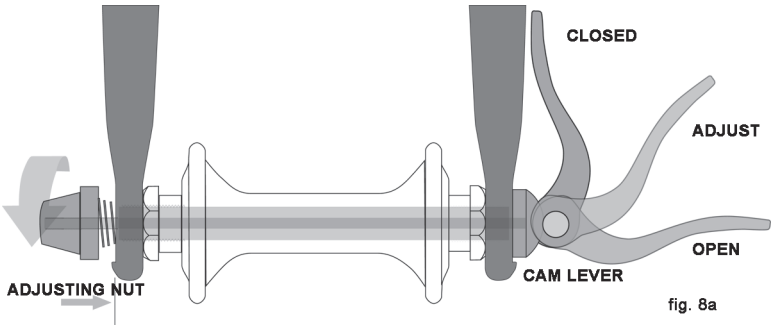
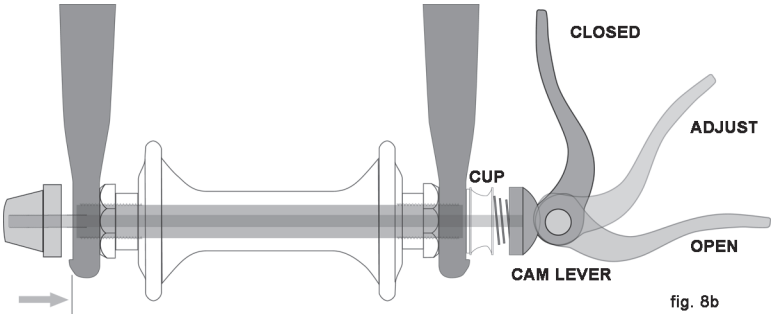

fig. 8a
fig. 8b
There are currently two types of over-center cam wheel retention mechanisms: the traditional over-center cam (fig. 8a) and the cam-and-cup system (fig. 8b). Both use an over-center cam action to clamp the bike's wheel in place. Your bicycle may have a cam-and-cup front wheel retention system and a
a. Adjusting the traditional cam action mechanism (fig. 8a)
b. Adjusting the cam-and-cup mechanism (fig. 8b)
(2) If your bike has cam action front wheel retention, move the cam lever from the locked or CLOSED position to the OPEN position (figs. 8a & b). If your bike has through bolt or bolt-on front wheel retention, loosen the fastener(s) a few turns counter-clockwise using an appropriate wrench, lock key or the integral lever.
(3) If your front fork has a clip-on type secondary retention device, disengage it. If your front fork has an integral secondary retention device, and a traditional cam action system (fig. 8a) loosen the tension adjusting nut enough to allow removing the wheel from the dropouts. If your front wheel uses a cam-and-cup system, (fig. 8b) squeeze the cup and cam lever together while removing the
(1) If your bike has cam action front wheel retention, move the cam lever so that it curves away from the wheel (fig. 8b). This is the OPEN position. If your bike has through bolt or bolt-on front wheel retention, go to the next step.
(2) With the steering fork facing forward, insert the wheel between the fork blades so that the axle seats firmly at the top of the fork dropouts. The cam lever, if there is one, should be on rider's left side of the bicycle (fig. 8a & b). If your bike has a clip-on type secondary retention device, engage it.
(3) If you have a traditional cam action mechanism: holding the cam lever in the ADJUST position with your right hand, tighten the tension adjusting nut with your left hand until it is finger tight against the fork dropout (fig. 8a). If you have a cam-and-cup system: the nut and cup (fig. 8b) will have snapped into the recessed area of the fork dropouts and no adjustment should be required.
(4) While pushing the wheel firmly to the top of the slots in the fork dropouts, and at the same time centering the wheel rim in the fork:
(a) With a cam action system, move the cam lever upwards and swing it into the CLOSED position (fig. 8a & b). The lever should now be parallel to the fork blade and curved toward the wheel. To apply enough clamping force, you should have to wrap your fingers around the fork blade for leverage, and the lever should leave a clear imprint in the palm of your hand.
(3) On a derailleur gear system, pull the derailleur body back with your right hand.
(4) With a cam action mechanism, move the quick-release lever to the OPEN position (fig. 8b). With a through bolt or bolt on mechanism, loosen the fastener(s) with an appropriate wrench, lock lever or integral lever; then push the wheel forward far enough to be able to remove the chain from the rear sprocket.
(5) Lift the rear wheel off the ground a few inches and remove it from the rear dropouts.
Some bikes are equipped with a cam action seat post binder. The seat post cam action binder works exactly like the traditional wheel cam action fastener (Section 4.A.2) While a cam action binder looks like a long bolt with a lever on one end and a nut on the other, the binder uses an over-center cam action to firmly clamp the seat post (see fig. 8a).